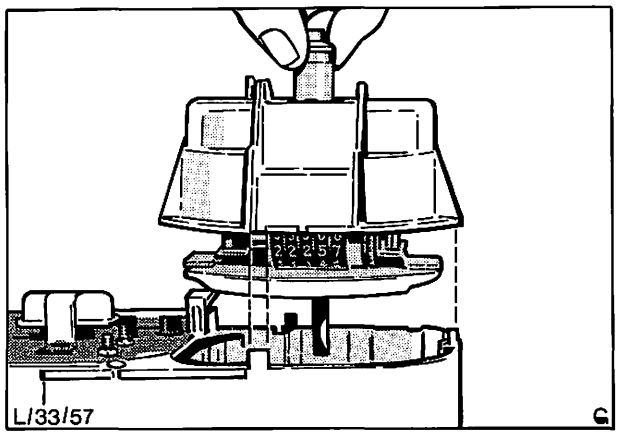

Abb. 63 Beim Einbau Geschwindigkeitsmesser zu den Führungszapfen ausrichten
6. Geschwindigkeitsmesser komplett ins Kombi-Instrument einführen (Führungszapfen beachten!) und mit 4 Kreuzschlitzschrauben befestigen, Abb. 63.